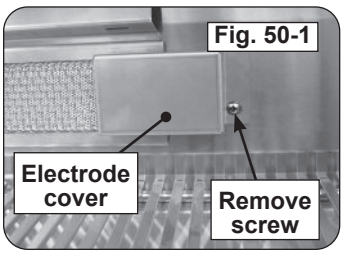

Fig. 50-1
3. Remove the electrode cover by first removing the screw, sliding the cover to the right, then outward. See Fig. 50-1.